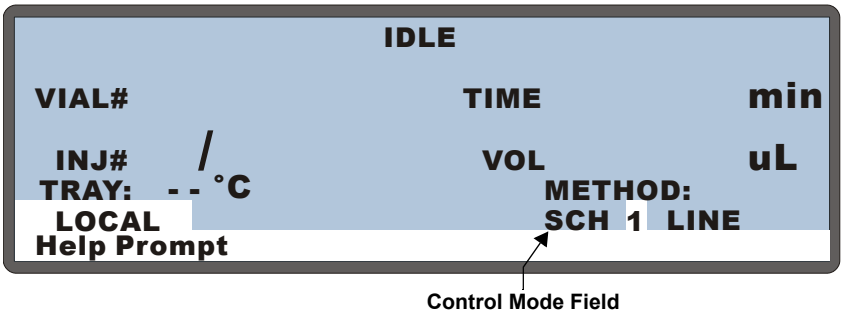

Figure D-1. Main Status Screen—Schedule Control Mode
2. Position the cursor in the control mode field and press **Select** Δ or **Select** ∇ to select **SCH** (schedule) control (see Figure D-1).